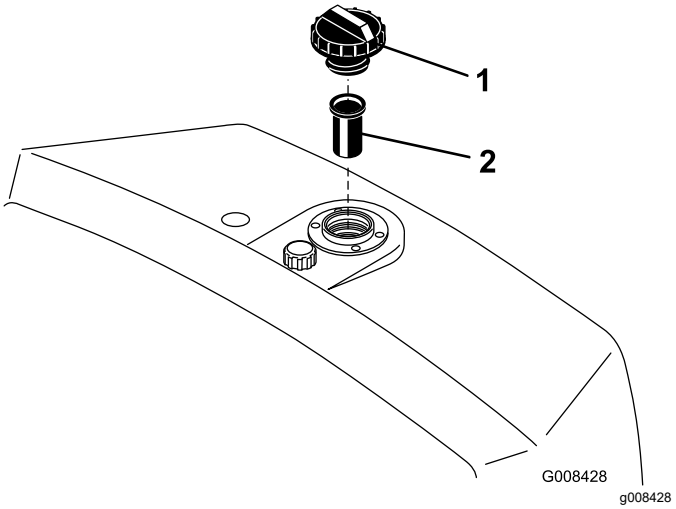

Figur 49
2. Fjern hætten fra beholderen, og kontroller væskestanden. Væskestanden skal nå op til bunden af påfyldningsfilteret i påfyldningstudsen (Figur 49).